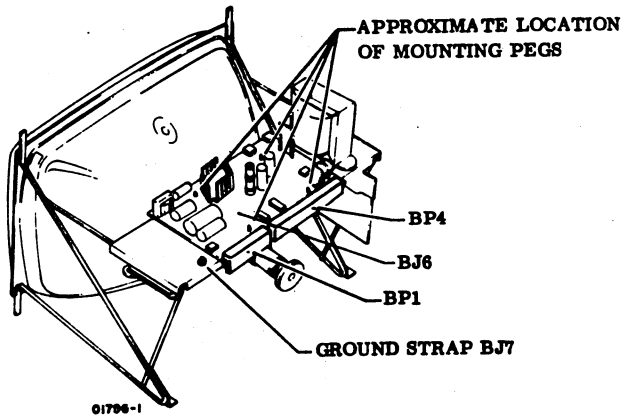

Figure 6E-11. Video Module Printed-Circuit Board Replacement
7. Install the new printed-circuit board by positioning it over the mounting pegs (match the holes on the printed-circuit board with the pegs) and gently press the board down into position (figure 6E-12) so that the friction clips on the pegs pass through the holes sufficiently to lock the board in place.